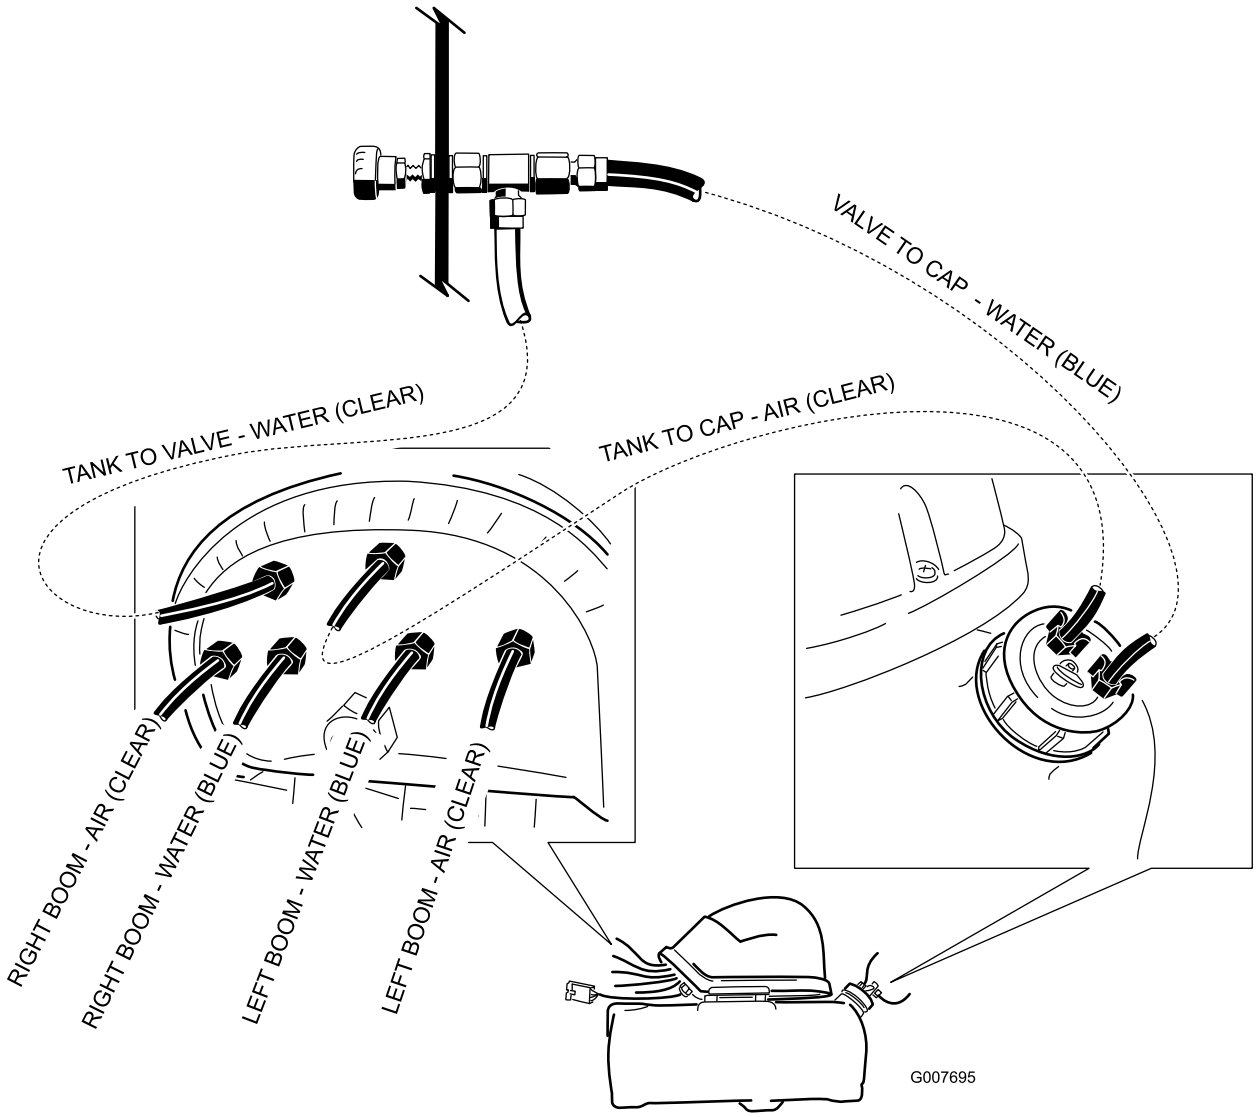

Figura 23
3. El enrutado final debe quedar como se indica en Figura 23.